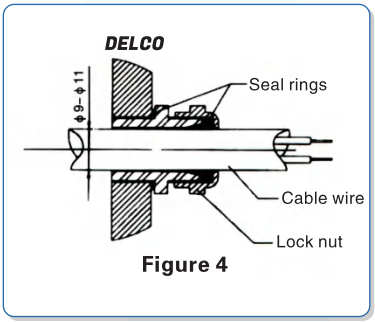

Figure 4
Cable installation (Figure 4)
- Install wire tubes as shown in Figure 4